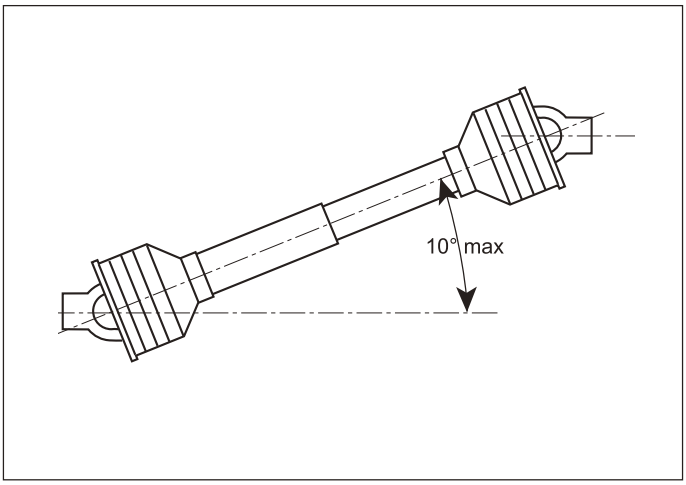

Fig. 4
- Desconectar la toma de fuerza cuando el eje cardan determina un ángulo demasiado abierto (nunca mayor a los 10 grados Fig. 4) y cuando no es usada.